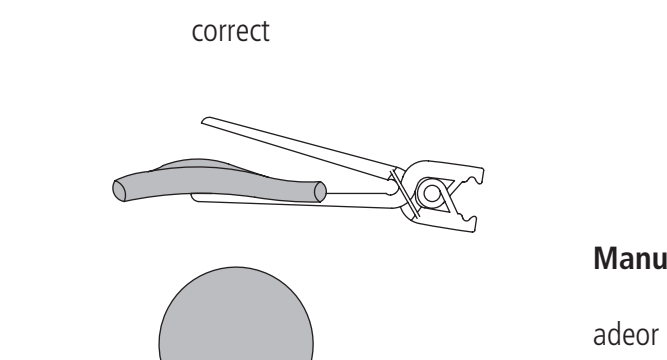

Fig. 3 × wrong
- **Application of the clip at the tip of the jaw (see Fig. 3)**